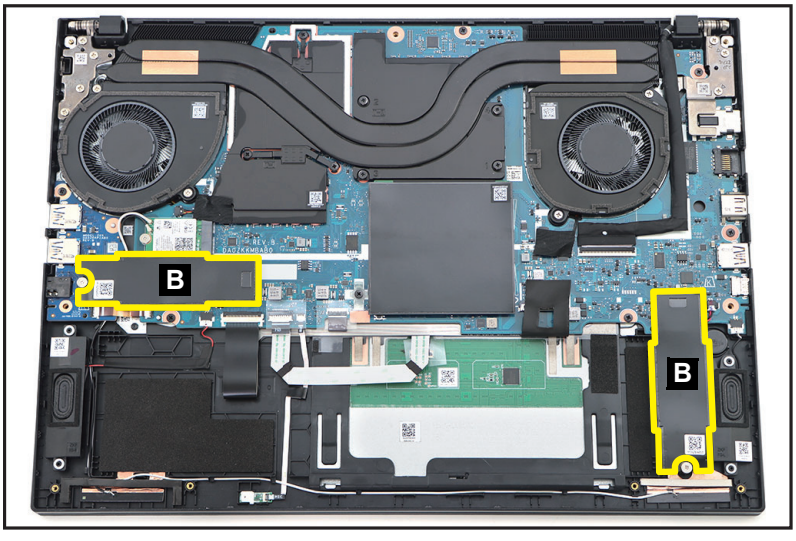

Figure 1-11. SSD Module Removal
2. Detach the absorber with insulator mylars (B) covering the SSD modules (Figure 1-11).